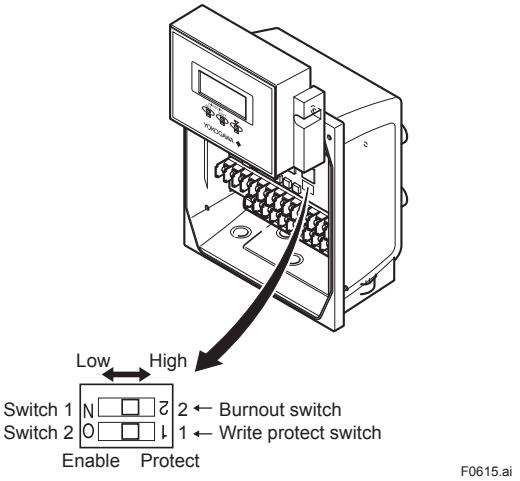

Figure 6.3.6 Hardware switches
(2) Taking care of the connector and cable connecting to the display unit, move the display unit as shown in Figure 6.3.6, and set the switches. Never remove connector in this case.
The burnout function sets the direction of current output in situations where the CPU has become damaged. Upon shipment from the manufacturing plant, the burnout direction is set to High (i.e., 25 mA); however, in cases where the optional codes C1 have been specified, the output direction will be set to Low (i.e., 0 mA). Modification of the burnout direction must be carried out using the burnout switch (i.e., Switch 1) (See Figure 6.3.6).
Write protection can be carried out using either the write protect switch (Switch 2) (See Figure 6.3.6) or software function with parameter setting. If either of these items is activated, the overwriting of parameters will be prohibited.